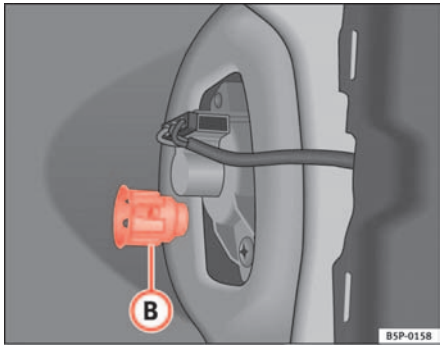

Fig. 182 Side lights and brake lights
– Unscrew the plastic fitting⇒ fig. 182 (B) securing the rear light. Inserting a screwdriver under the plastic fitting may help to loosen it.